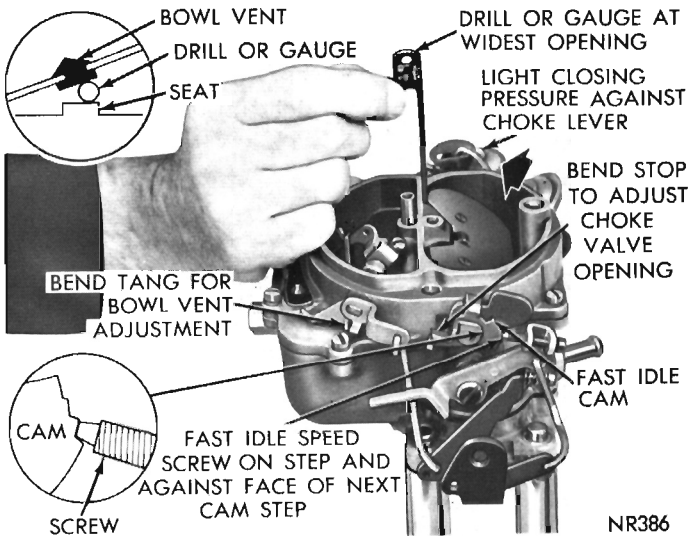

Fig. 10—Fast Idle Cam Position Adjustment
(1) With fast idle speed adjusting screw contacting second highest speed step on fast idle cam, move choke valve toward closed position with light pressure on choke shaft lever.
(2) Insert specified drill (see specifications) between choke valve and wall of air horn. An adjustment will be necessary if a slight drag is not obtained as drill is being removed.
(3) If an adjustment is necessary, bend stop on choke shaft, using Tool T-109-22 until correct valve opening has been obtained. (Fig. 10).